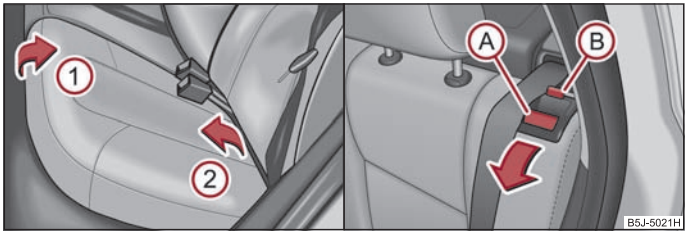

Fig. 53 Abatir la banqueta / desbloquear el respaldo
– Levantar el banco de asiento en el sentido de la flecha (1) ⇒ fig. 53 y abatirlo hacia delante en el sentido de la flecha (2).
– Desbloquear el respaldo del asiento posterior presionando del botón de seguridad Ⓐ y abatirlo hacia delante ⇒ página 62, fig. 53, lado derecho.
– Cerciórese de que la espiga roja Ⓑ está cubierta ⇒ página 62, fig. 53, lado derecho.